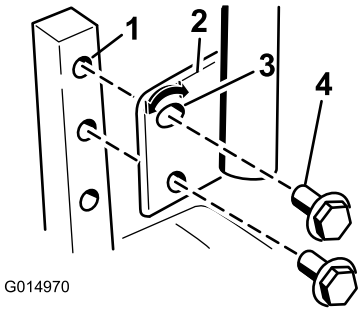

Figuur 26
1. Verwijder de 2 bouten waarmee de rijhendels is bevestigd aan de schacht van de bedieningsarm (Figuur 26).
2. Zet de rijhendels in de volgende groep openingen. Zet de hendel vast met de 2 bouten (Figuur 26).
2. Draai de onderste bout los totdat u de rijhendels naar voren of naar achteren kunt bewegen (Figuur 26). Draai de moeren aan om de rijhendels vast te zetten in de nieuwe stand.